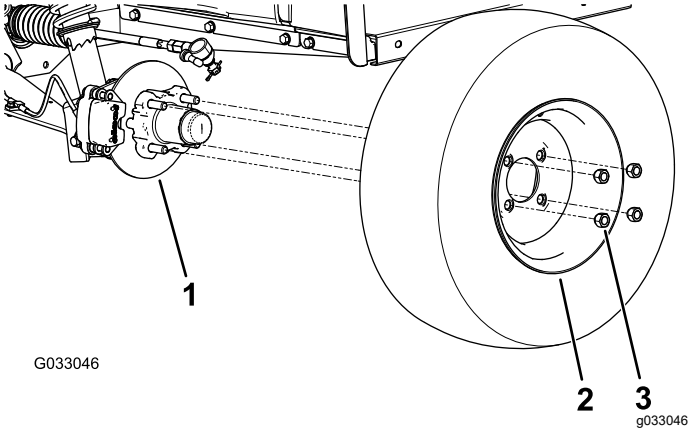

Figur 28
2. Fjern de 4 låsemøtrikker, der fastgør hjulet på navet (Figur 28).
4. Ret hullerne i hjulet ind efter hjultapperne i navet, og monter hjulet på navet med ventilspindlen siddende udvendigt (Figur 28).
5. Fastgør hjulet til navet ved hjælp af låsemøtrikkerne (Figur 28).